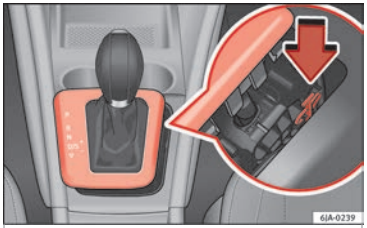

Fig. 44 Manual release of the selector lever.
- Press the yellow plastic part with your finger in the direction indicated by the arrow ⋙ **Fig. 44**.